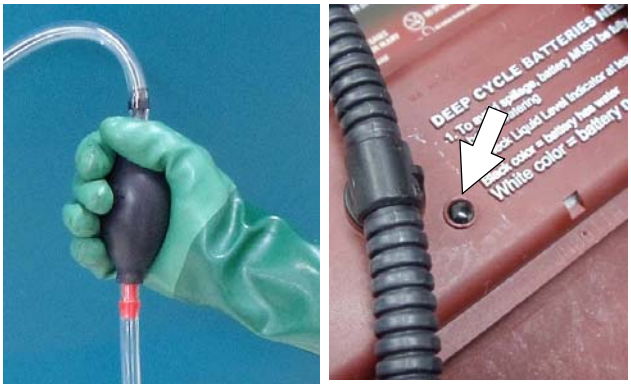

図 131
5. 手動ポンプのホースの球体部分を握って放す動作を繰り返し、液体を注入します（図131）。